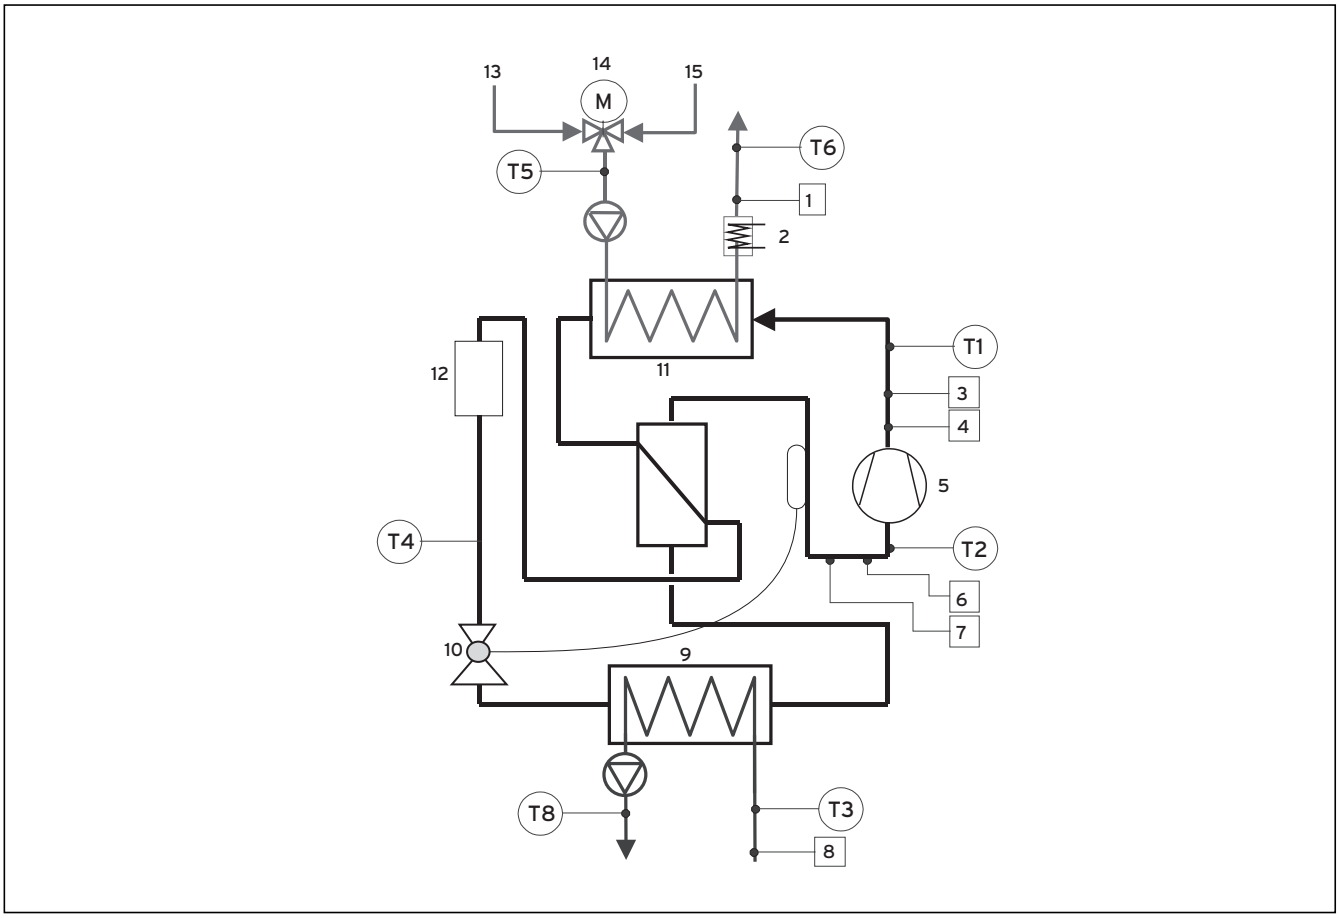

**Afb. 1, Bijlage, warmtepompschema VWS**
**Legenda bij afb. 1, Bijlage**